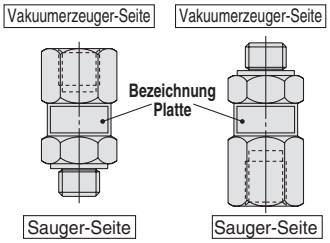

Abb. 1. Einbaulage
4. **Achten Sie bei der Leitungsverlegung darauf, die Sauger-Seite und die Vakuumerzeuger-Seite des Produkts nicht zu vertauschen. (Siehe Abb. 1)**